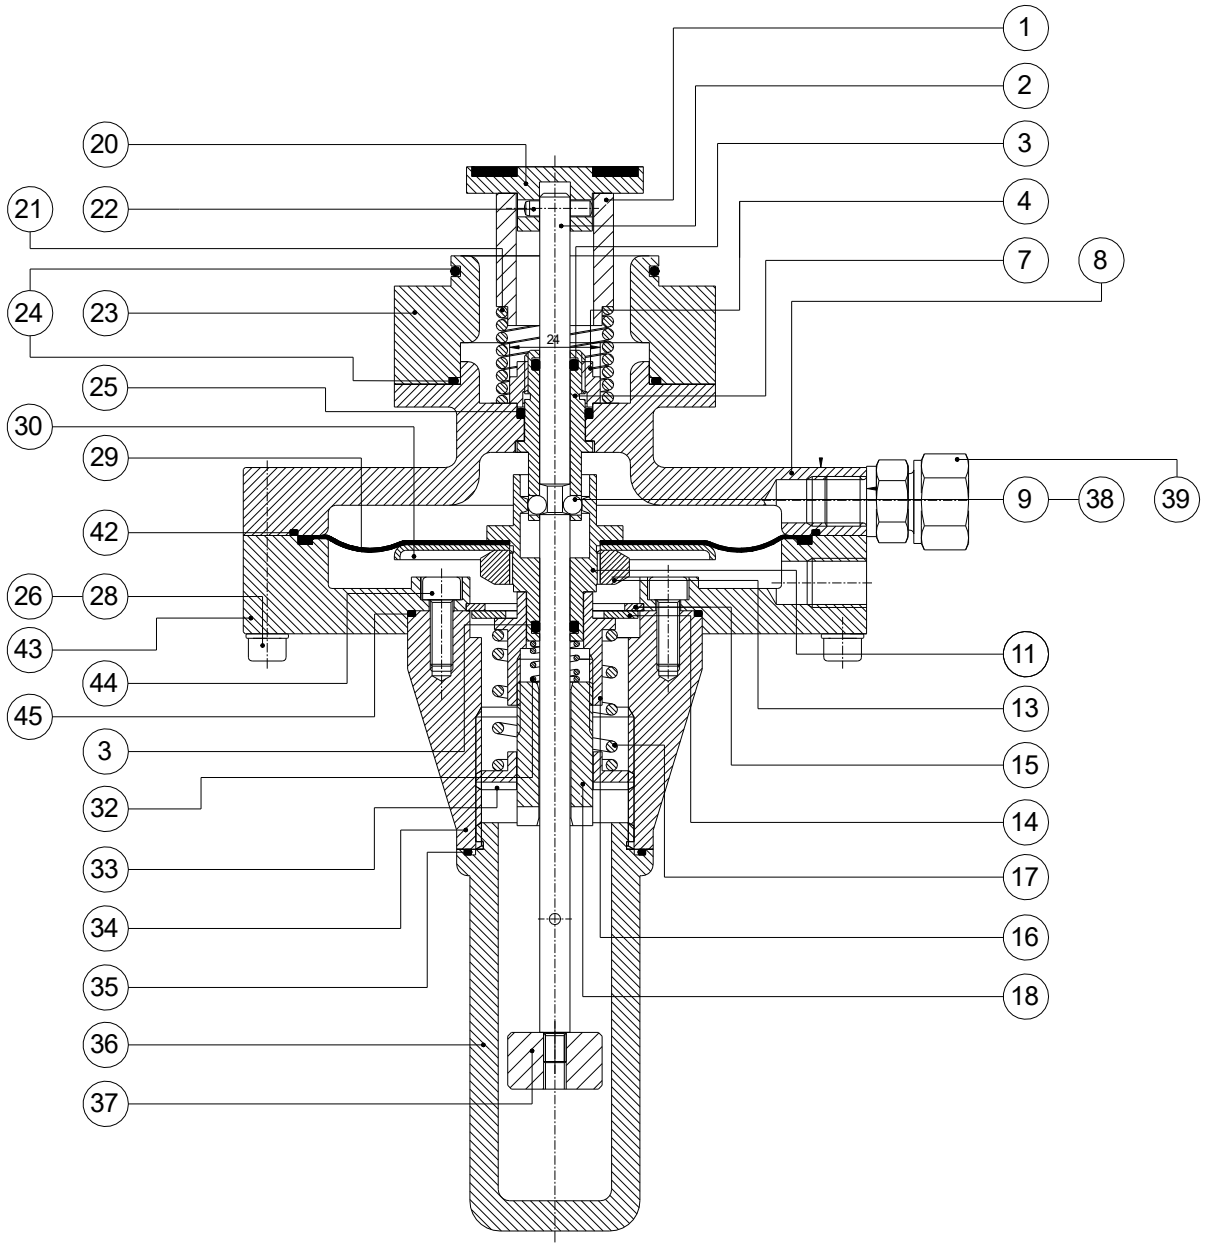

Abb. 20
Den Ventilteller (20) der Abb. 20 unten auf einen Tisch legen und dann die Achse (2), den Sicherungsstift (22) und den Ring (1) montieren. Das Ganze aufrecht auf den Tisch stellen, die Feder (21) einsetzen. Schieben Sie nun das Membrangehäuse über (8) langsam über die Achse. Die 3 Kugeln (9) in den Kugelkäfig (11) legen. Schieben Sie nun die am Hochdruckring (40) montierte Rollmembran (41) über die Achse (2) gegen die Kugeln (9). Nun, gegen die Belastbarkeit, schieben Sie das ganze zusammen, bis die Kugeln an der Stelle schießen.